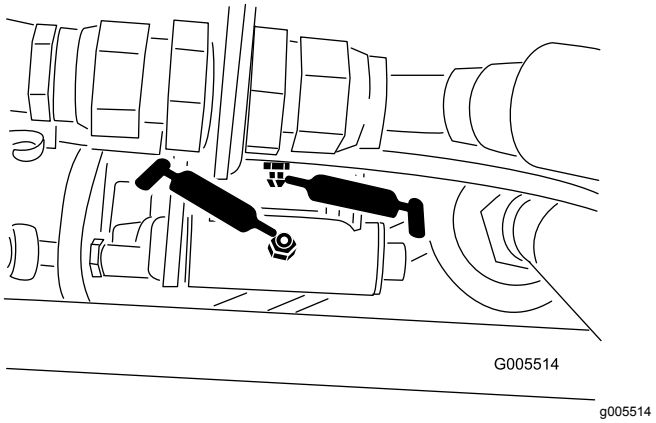
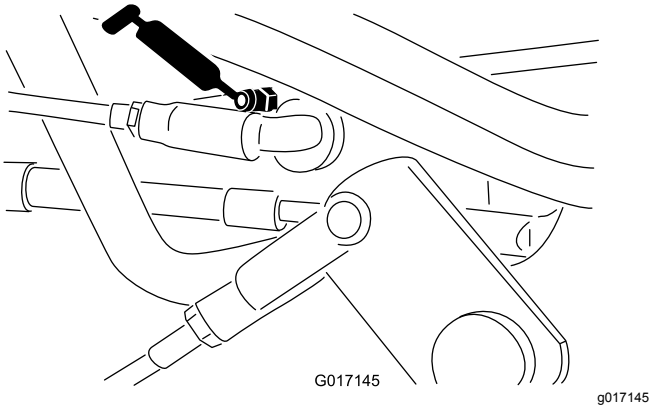

Figuur 34
Figuur 35
- Toerentalkoppeling (Figuur 34 en Figuur 35)